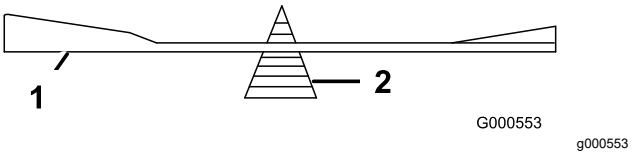

Figur 80
2. Kontrollera knivens balans med en knivbalanserare (Figur 80).